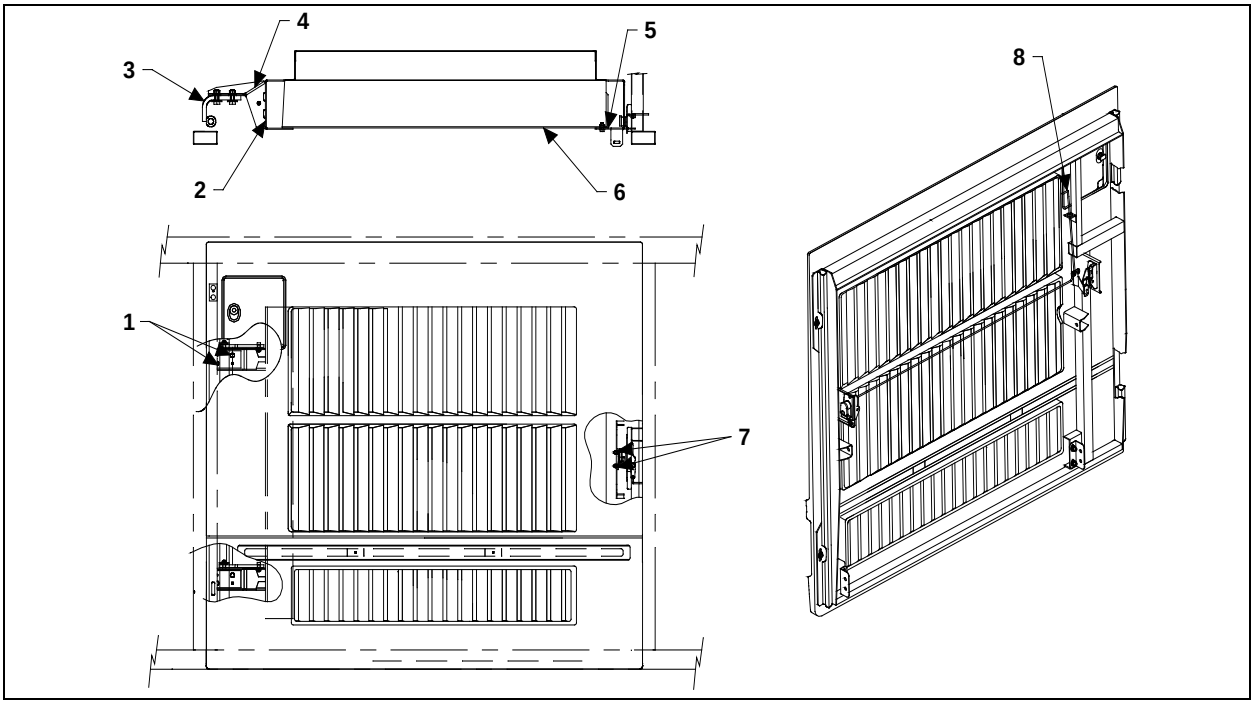

FIGURE 69: CONDENSER DOOR D280201
2. Loosen the nuts (1, Figure 69) holding the hinge (3, Figure 69) to hinge attachment (4, Figure 69). Loosening nuts (1, Figure 69) allows the condenser assembly to be shifted "LEFT or RIGHT" and "UP or DOWN".
5. Loosen bracket nuts holding the panel to condenser. Panel (6, Figure 69) may be shifted "IN or OUT", "LEFT or RIGHT" and "UP or DOWN".
6. Adjust condenser panel at brackets (2, Figure 69) and (5, Figure 69).